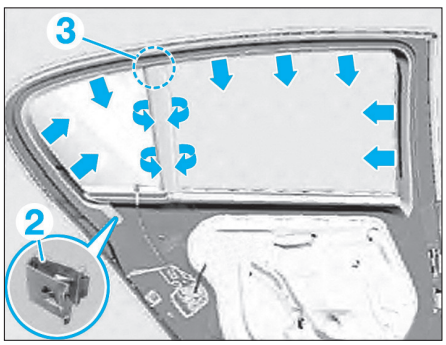

Fig. 125
• Dégrafer le joint (2), puis l'extraire sur toute sa périphérie en prenant garde à ne pas le déchirer en (3) **(Fig.125)**, puis extraire le joint d'encadrement comme illustré.